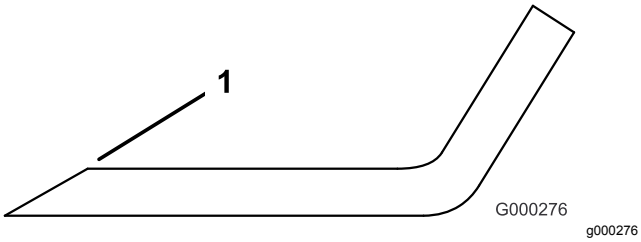

Figuur 111
3. Controleer de snijranden van alle messen. Als de snijranden niet scherp zijn of bramen vertonen, moeten ze worden geslepen. Gebruik een vijl om de bovenkant van het mes te slijpen en de oorspronkelijke snijhoek te behouden en te zorgen dat het mes scherp blijft (Figuur 111). Het mes zal in balans blijven als dezelfde hoeveelheid metaal aan beide snijranden wordt weggehaald.